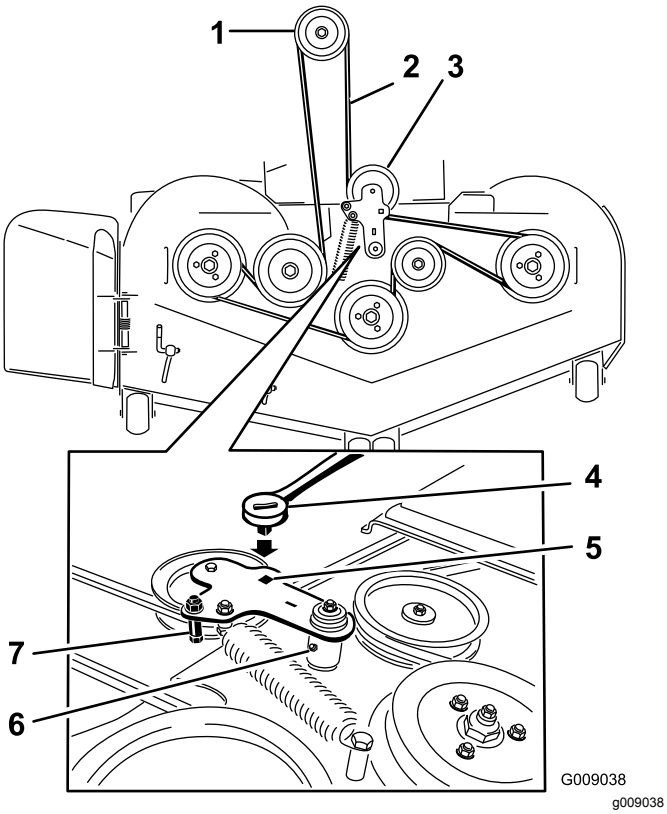

Figur 91
7. Använd en spärrhake i det fyrkantiga hålet i mellandrevsarmen för att flytta spänningen från mellanremskivfjädern (Figur 91).
9. Ta bort remstyrningen på den fjäderbelastade mellandrevsarmen (Figur 91).
11. Montera en ny rem runt klipparremsskivorna och kopplingsskivan under motorn (Figur 91).
12. Montera remstyrningen på mellandrevsarmen (Figur 91).
13. Använd spärrhaken i det fyrkantiga hålet för att montera mellanremskivfjädern (Figur 91).